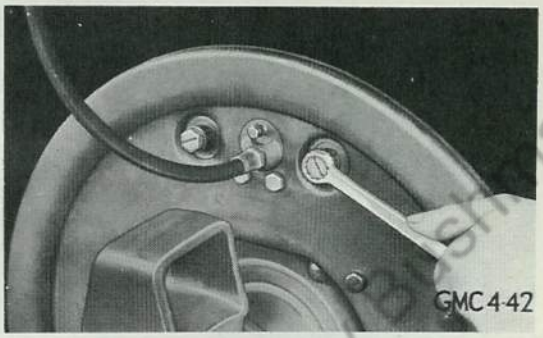

Fig. 6 Rear Brake Shoe Adjustment
2. Use ⅝" wrench on hex head adjusting pinion shaft as shown in Fig. 6. Turn adjusters in clockwise direction, as indicated by arrows, until shoe causes a slight drag on drum as wheel is turned by hand.